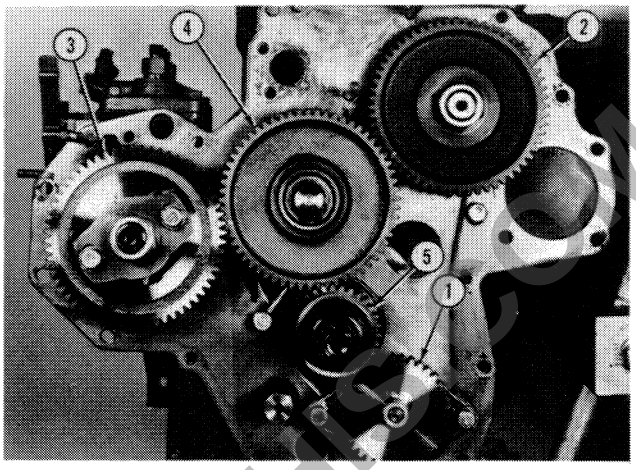

Figure 47
1. Remove the oil pump drive gear, Figure 47.
3. Remove the injection pump gear and coupler retaining nut, Figure 47 (1510), and Figure 49 (1710), and remove the drive gear and coupler assembly as a unit.
4. Remove the idler gear snap ring and remove the gear and spacer collar, Figures 47 and 49.